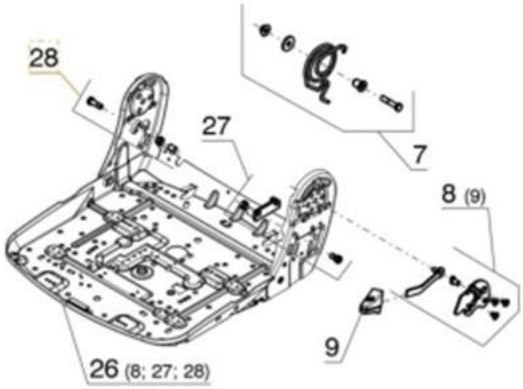
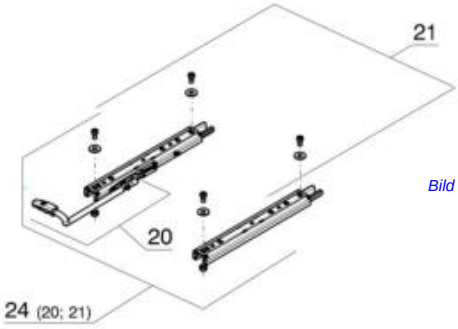

Bild 5.5.1
Bild 5.5.3
- Positioniert werden nur Ersatzteilbaugruppen welche die entsprechend mitgelieferten Einzelteile beinhalten *(siehe Bild 5.5.1).*
- Beinhaltet eine Baugruppe eine weitere Baugruppe die nicht gemäß *Bild 5.5.1* dargestellt werden kann, sondern auf einer anderen Stelle platziert ist, wird die Zusammengehörigkeit mit Klammerpositionen dargestellt *(siehe Bild 5.5.3)*.